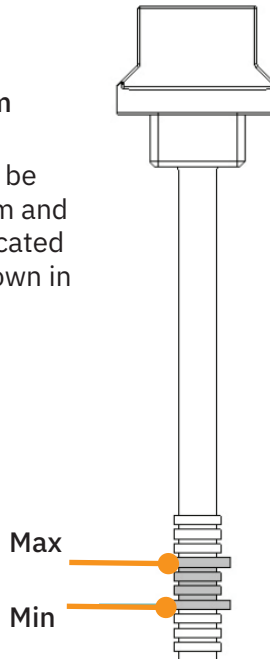

Figure 4
The oil level needs to be between the Minimum and Maximum marks indicated on the dipstick as shown in figure 4
3. Gradually fill the buffer with oil until the oil level is visible between the minimum and maximum levels on the dipstick (indicated on figure 4)
6. Remove dipstick and inspect level. The oil level needs to be between the minimum and maximum marks indicated on the dipstick as shown in figure 4.
4. Remove dipstick and inspect level. The oil level needs to be between the minimum and maximum marks indicated on the dipstick as shown in figure 4.